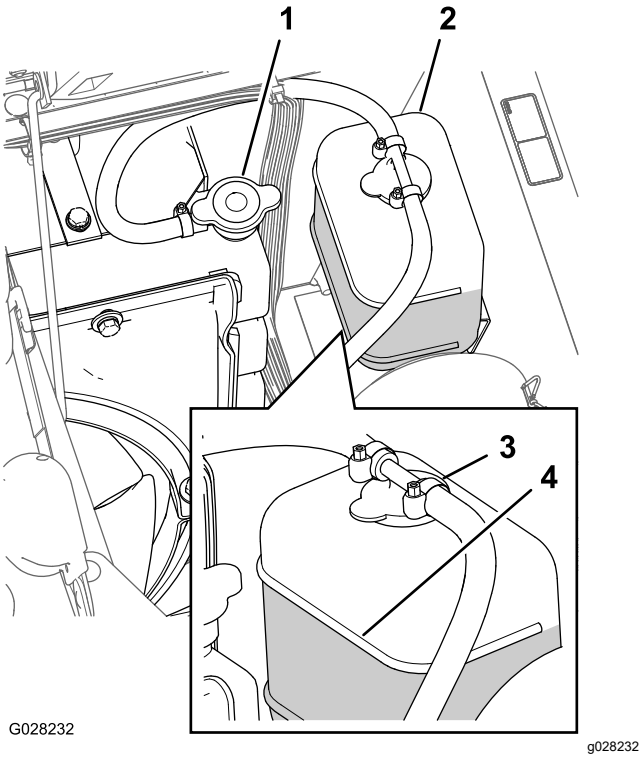

**Bild 103**
3. Schrauben Sie den Kühlerdeckel und den Deckel vom Ausdehnungsgefäß vorsichtig ab (Bild 103).
**Hinweis:** Der Kühler muss bis zur Oberkante des Füllstutzens, und das Ausdehnungsgefäß bis zur Voll-Markierung am Behälter gefüllt sein (Bild 103).
5. Wenn der Kühlmittelstand niedrig ist, nehmen Sie den Deckel des Ausdehnungsgefäßes und den Kühlerdeckel ab. Füllen Sie dann das Ausdehnungsgefäß bis zur VOLL-Markierung und den Kühler bis zur Oberkante des Einfüllstutzens (Bild 103).
6. Drehen Sie die Deckel wieder auf das Ausdehnungsgefäß und den Kühler auf (Bild 103).
2. Warten Sie, bis der Motor abgekühlt ist, und nehmen Sie dann den Kühlerdeckel ab (Bild 103).
6. Nehmen Sie den Kühlerdeckel ab (Bild 103).
8. Lassen Sie den Motor an, wenn der Deckel lose auf dem Kühler sitzt (Bild 103).
10. Wenn das Kühlmittel warm ist, füllen Sie Kühlmittel bis zur Dichtungsoberfläche des Deckels nach und drehen Sie den Deckel fest (Bild 103).
11. Nehmen Sie den Deckel des Ausdehnungsgefäßes ab und füllen Sie den Behälter bis zur Cold-Markierung mit Kühlmittel (Bild 103).